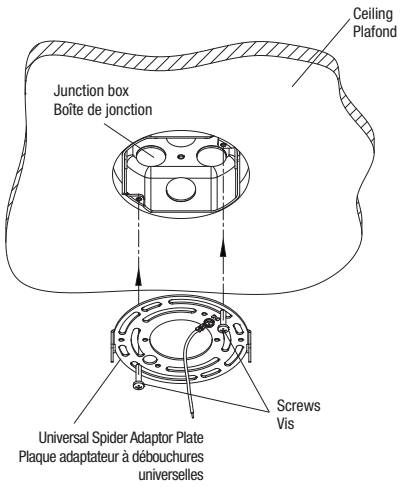

**Fig. 1c**
5. Install the Universal Spider Adaptor Plate on the ceiling recessed junction box by screwing the two screws (Fig. 1c).
5. Installer la plaque adaptateur à débouchures universelles sur la boîte de jonction encastrée dans le plafond en vissant les deux vis (Fig. 1c).
6. Push the spring towards the back and stuff the junction box into the cutting holes. Secure the spring to the ceiling titghtly (Fig. 1c and Fig. 1d).